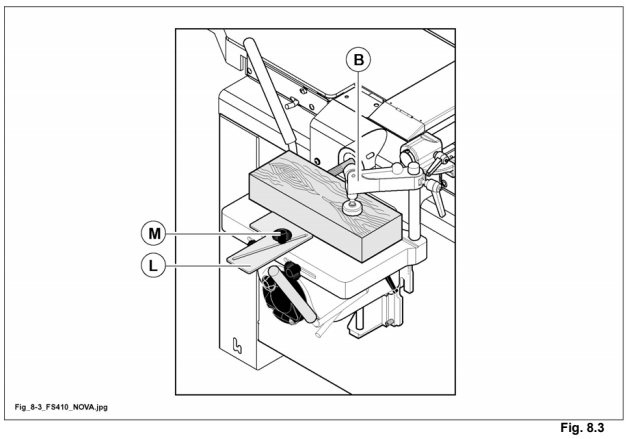

Fig. 8.3
- Posizionare il pezzo sul piano mandandolo in battuta e fissarlo tramite pressore (B fig. 8.3).
- Posizionare la battuta (L fig. 8.3) contro il pezzo da lavorare e serrare il pomello (M fig. 8.3).